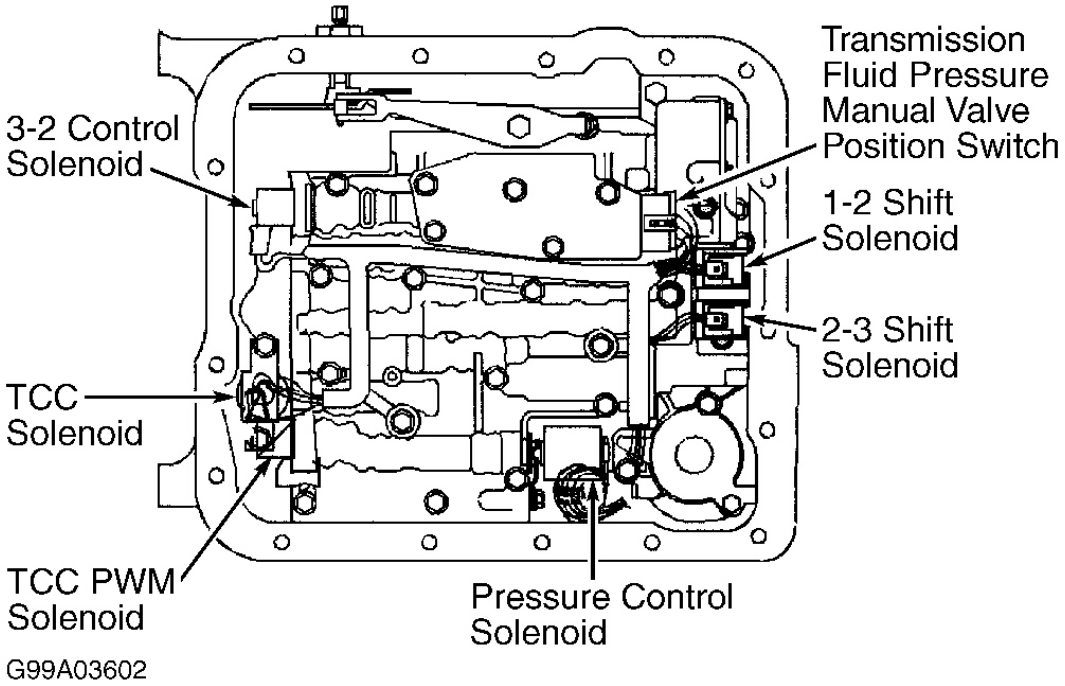

Fig. 8: Locating Valve Body Solenoids
1. Remove transmission oil pan. Remove oil filter and "O" ring. Ensure "O" ring is removed from transmission case. Remove electrical connectors from switches and solenoids, and mark for reassembly reference. See **Fig. 8** Remove TCC PWM solenoid retainer clip. Remove solenoid. See **Fig. 9**